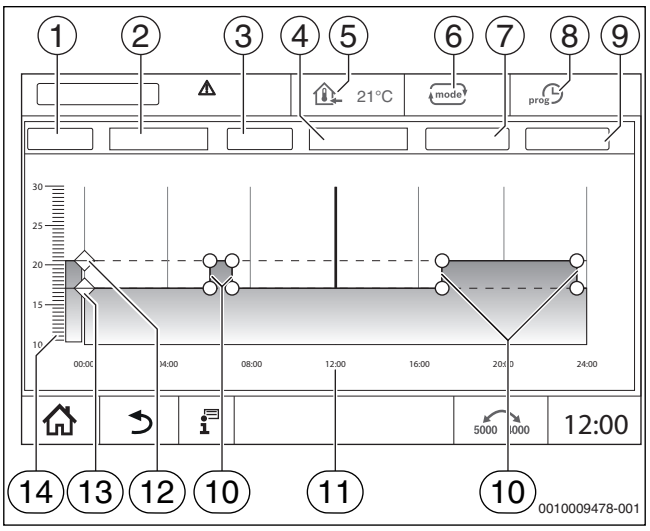

Fig. 25 Program temporizat
▶ Apăsați simbolul ♦ și mențineți-l apăsat în timp ce îl deplasați către temperatura dorită (→ fig. 25, [15], pagina 19).